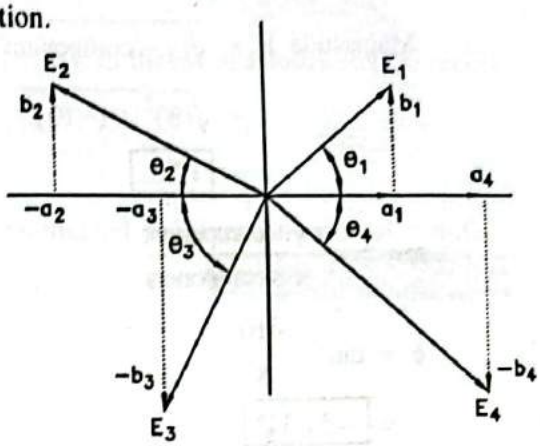

**FIG. 2.23 : REPRESENTATION OF VECTORS IN REACTANGULAR FORM**
- In Fig. 2.23 other vectors are shown in the symbolic notation.